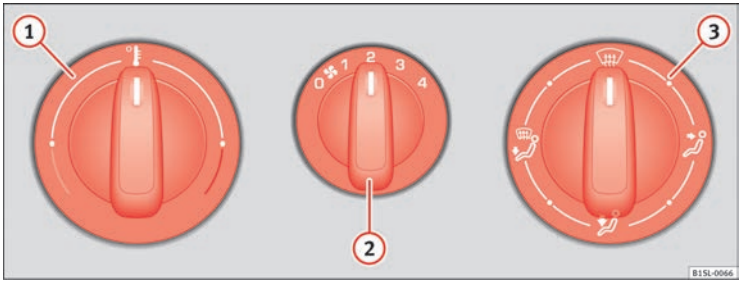
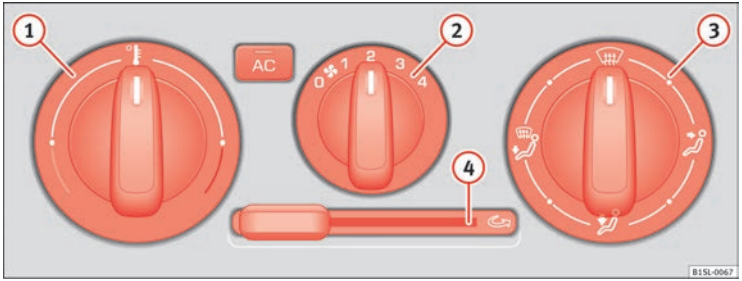

Fig. 104 In the centre console: Heating and ventilation system rotary control
Fig. 105 In the centre console: Air conditioning system controls ▶
Control button	Additional information. Heating and ventilation system ⇒ Fig. 104 and air conditioning system ⇒ Fig. 105.
- Set the fan ⇒ Fig. 104 2 to setting 1 or 2.
- Turn the temperature control ⇒ Fig. 104 1 to the centre position.
- Turn the air distribution control ⇒ Fig. 104 3 to the required position. ■
Switching on: Move the sliding control ⇒ Fig. 105 (4) to the right to maximum.
Switching off: Move the sliding control ⇒ Fig. 105 (4) as far left as possible. ▶